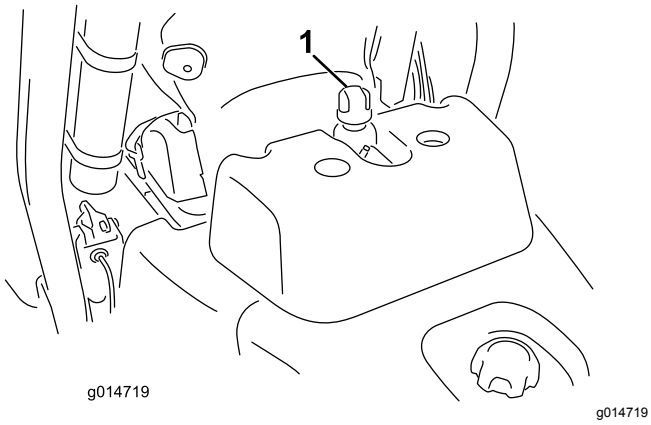

Figur 25
2. Ta lokket av tanken (Figur 25).